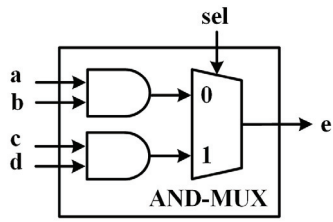

FIGURE 3.6
1) Design a combinational circuit using a conditional *assign* block. Refer to Figure 3.6 for the design structure, which includes two AND gates and one multiplexer. The circuit should have single-bit